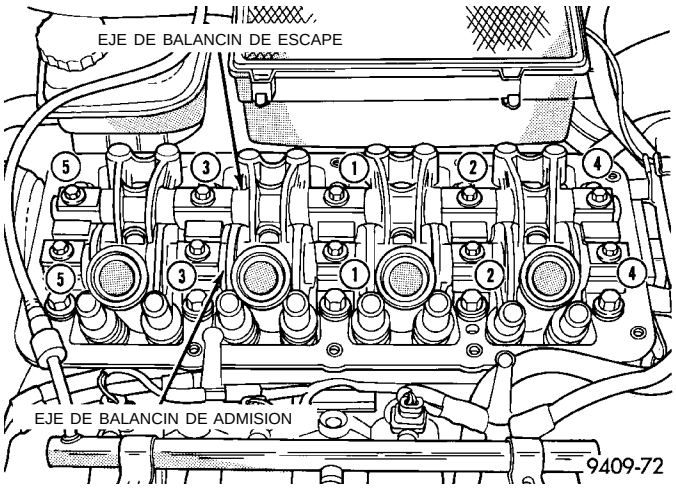

Fig. 24 Secuencia de ajuste del eje de balancín
(1) Lubrique los gorrones del árbol de levas. Con cuidado instale el árbol de levas en la culata de cilindros.
(2) Instale el sensor de levas y ajuste los dispositivos de fijación con una torsión de 9,5 N·m (85 lbs. pulg.).
(3) Instale la junta del árbol de levas. El árbol de levas debe instalarse antes que la junta. Consulte el procedimiento que se describe en esta sección.
(4) Instale la rueda dentada del árbol de levas y ajuste con una torsión de 115 N·m (85 lbs. pie).
(5) Instale la correa de distribución. (Consulte el procedimiento que se describe en esta sección).
(6) Instale los conjuntos de balancín en el orden en que fueron retirados. Ajuste los conjuntos de balancín con una torsión de 23 N·m (200 lbs. pulg.) en la secuencia indicada en la (Fig. 24).